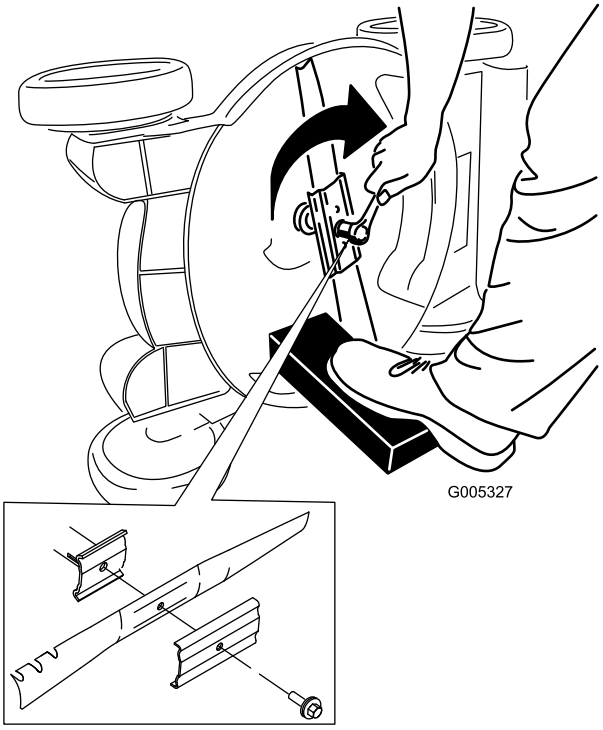

Figuur 47
5. Monteer het nieuwe mes en alle bevestigingselementen (Figuur 47).